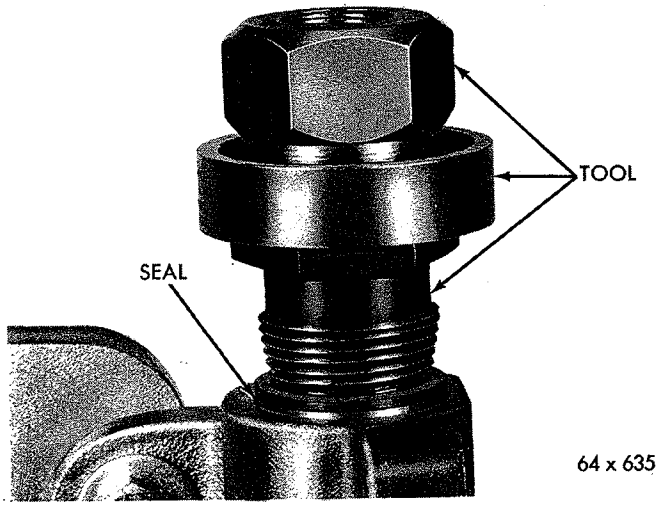

*Fig. 5—Removing Gear Shaft Oil Seal*
(3) Slide threaded adapter SP-3609 of Tool C-3880 over end of gear shaft and thread tool nut SP-3610 on gear shaft. Maintain pressure on threaded adapter with tool nut while screwing adapter far enough to engage metal portion of grease retainer. Place the two half rings SP-1932, and Tool retainer ring over both portions of the Tool (Fig. 5). Turn the tool nut counter-clockwise to withdraw grease retainer from housing.